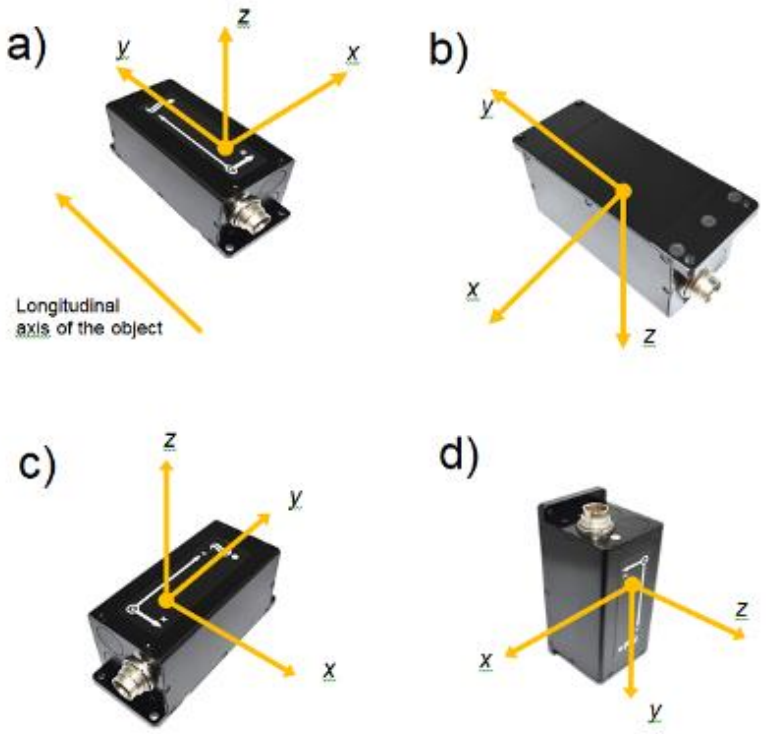

**Fig. E.2. Examples of the Inertial Labs™ INS mounting on the carrier object**
- Some examples of the Inertial Labs™ INS mounting relative to the object are shown in Fig. E.2.